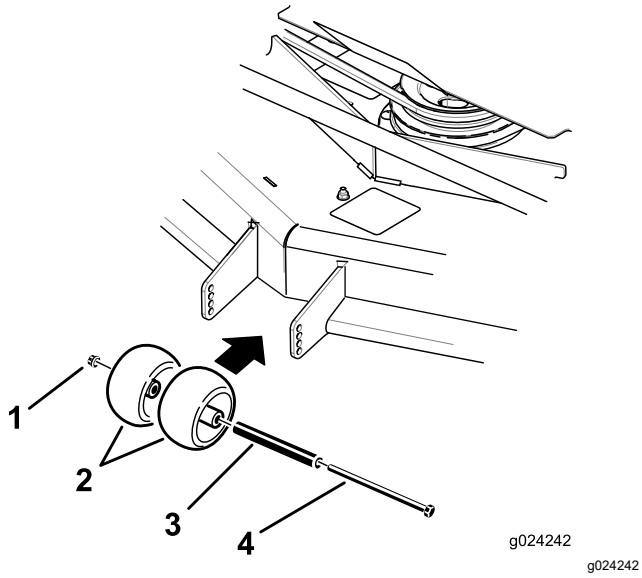
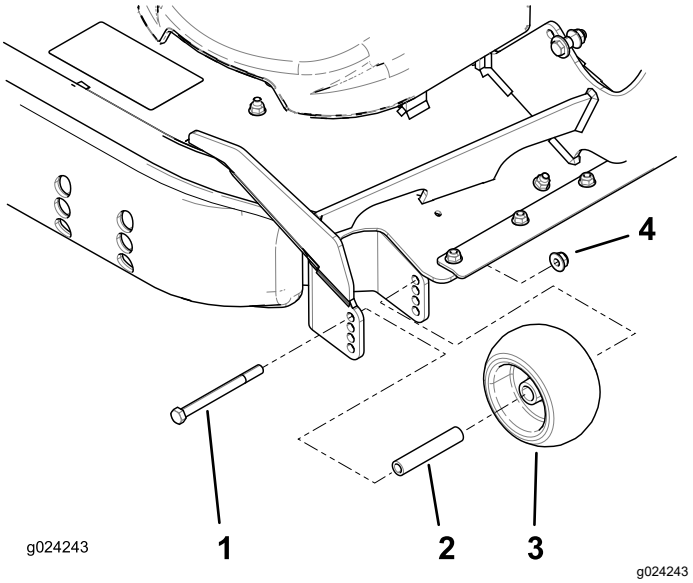

Figur 33
Figur 34
3. Juster antiskalperingsvalsene som vist i Figur 33, og Figur 34.